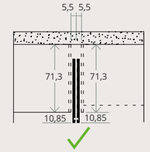

FIG. 5
- Il lato con meccanismo rientrante PUÒ essere affiancato ad un altro lato con meccanismo di apertura ante Battente Rientrante tramite apposito connettore doppio (Fig. 5).
- The side with the retractable mechanism CAN be placed side-by-side with another side with a Retractable Hinged door opening mechanism using a dedicated double connector (Fig. 5).
- Le côté avec mécanisme rentrant peut être accosté à un autre côté avec mécanisme d'ouverture des portes À battant Rentrant via un double raccord spécifique (Fig. 5).
- Die Seite mit dem zurückversetzten Mechanismus DARF neben einer anderen Seite mit einem Öffnungsmechanismus für eintretende Flügeltüren installiert werden, wenn ein entsprechender doppelter Anschluss benutzt wird (Abb. 5).
- El lado con mecanismo escamoteable PUEDE apoyarse contra otro lado con mecanismo de apertura puertas Batiente Escamoteable mediante el doble conector adecuado (Fig. 5).
- Сторона с задвигающим механизмом МОЖЕТ быть установлена рядом с другой стороной с мехнизмом открывания распашных задвигающихся створок с помощью специального двойного соединительного зажима (Рис. 5).
- 带伸缩机制的一边可与带伸缩铰链门打开机制的另一边通过两个专用链接器紧靠安装 (图5)。